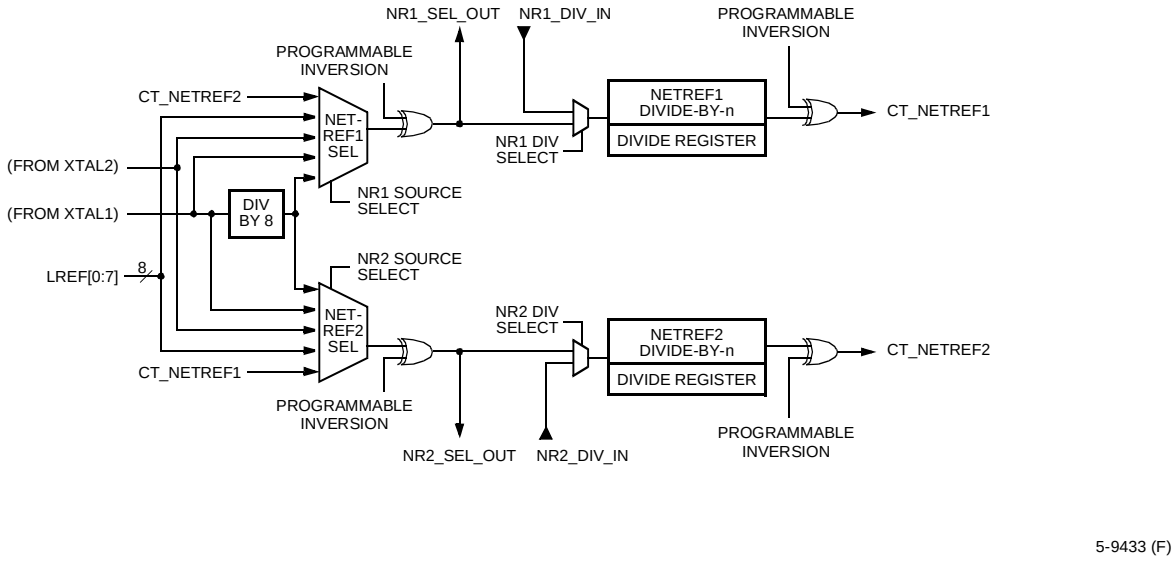

Figure 20. T8110 NETREF Paths
- NETREF2 divider output; see Figure 20 on page 62.